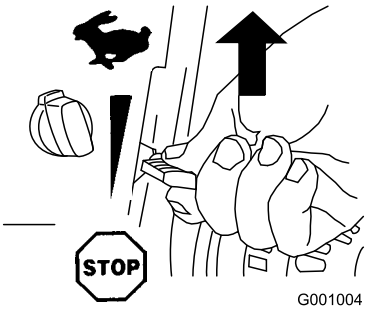

Figur 21
2. Flytta gasreglaget till det snabba läget (Figur 21).